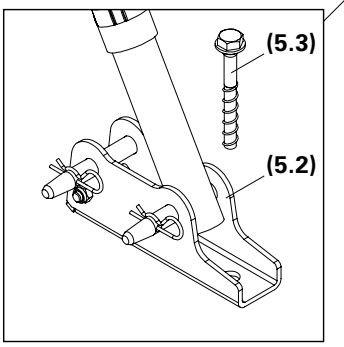

Fig. A2.16a
3. Anchor in beam transverse direction with a tension and compression-resistant connection, e.g. with Base Plate-2 RS 210 - 1400 (5.2) and PERI Anchor Bolt 14/20 x 130 (5.3). (Fig. A2.16a)